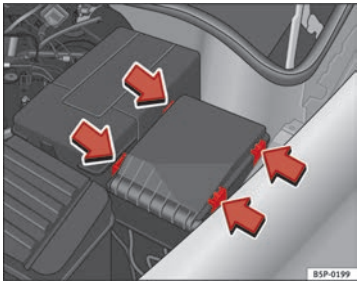

Fig. 161 Fuse box cover in engine compartment
– Prise off the fuse cover in the engine compartment by pressing the tabs towards the centre of the cover ⇒ fig. 161.